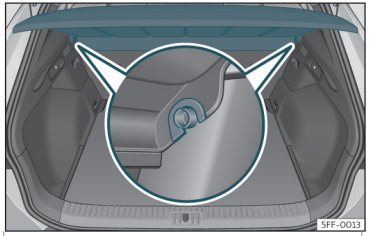

Fig. 106 In the luggage compartment: removing and fitting the shelf.
• Remove the rear shelf from the side supports>>> **Fig. 106** by pulling it upwards and then take it out.
• Insert the cover horizontally so that the "recess" fits onto the axis of the supports >>> **Fig. 106** and press down until it engages.